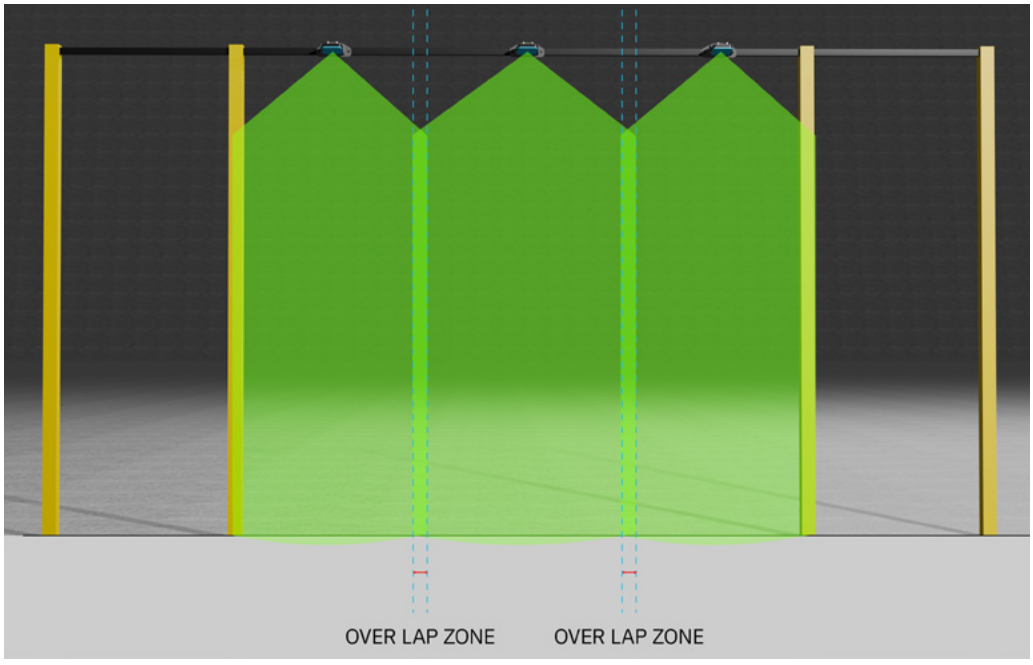

Figure 5: Multiple sensors installation
- Multiple sensors installation (Refer to Figure 5): When more than one sensor is installed side by side to safeguard a gate, a minimum 20 cm overlap shall be maintained between adjacent sensors. The sensors shall be correctly positioned by taking into account both the required overlap and the maximum lateral protected width, as specified in the previous tables.